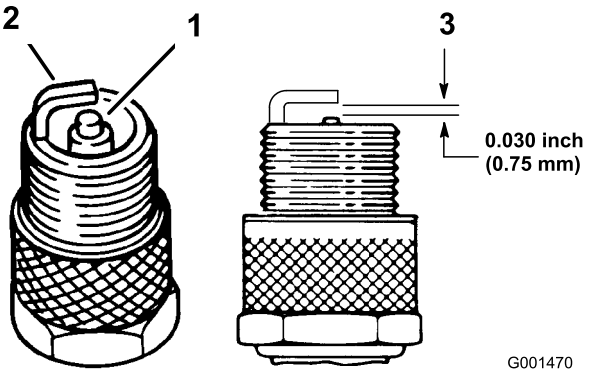

Figuur 27
1. Bekijk de binnenkant van de bougies (Figuur 27). Als de isolator lichtbruin of grijs is, werkt de motor naar behoren. Een zwarte laag op de isolator duidt meestal op een vuil luchtfilter.
2. Controleer de afstand tussen de centrale elektrode en de massa-elektrode (Figuur 27). Verbuig de massa-elektrode (Figuur 27) om de juiste afstand in te stellen indien dit nodig is.
3. Sluit de bougiekabels aan op de bougies (Figuur 27).